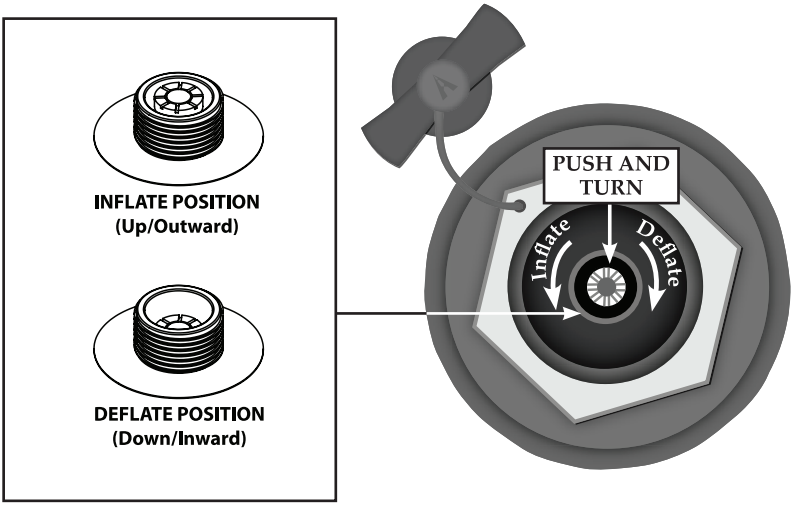

*Figure 1. Inflate/ Deflate SpringValve*
1. Starting with Main Chamber 1, check to be sure that the valve plunger is UP or in the INFLATE position (See Figure 1 on previous page).
1. Moving to Main Chamber 2 on the inside of kayak, check to be sure that the valve plunger is UP or in the INFLATE position (See Figure 1) and inflate until firm to touch (**2.0 psi ONLY**).